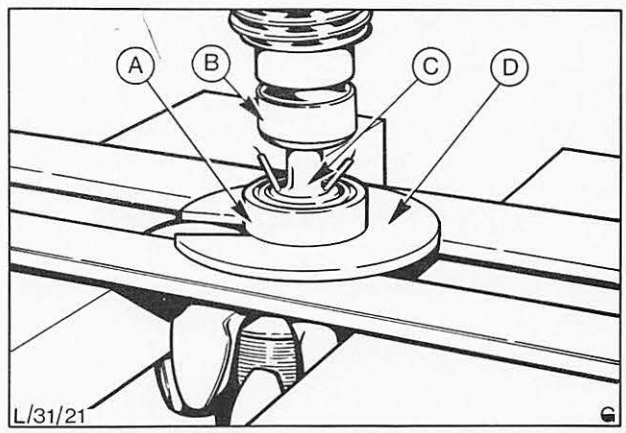

Abb. 18 Schleifringseitiges Lager abpressen
6. Schleifringseitiges Lager, A in Abb. 18, von der Läuferwelle abpressen. Lager mit einer großen
Scheibe, D in Abb. 18, abstützen. Die Scheibe muß einen Ausschnitt haben, um über die Läuferwelle geschoben zu werden.